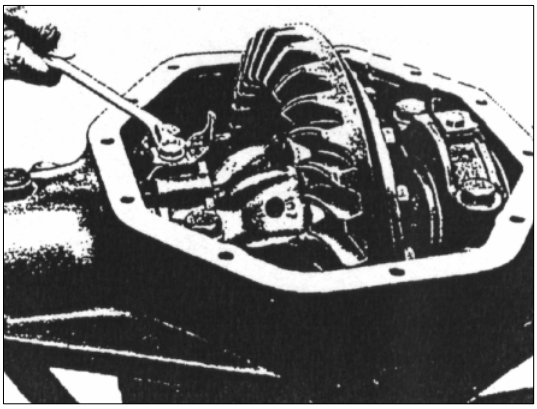

РИС. 314
2) Отогните стопорные шайбы и выкрутите болты крепления стопорных пластин, боковых гаек крепления подшипников дифференциала (см. рис.314).